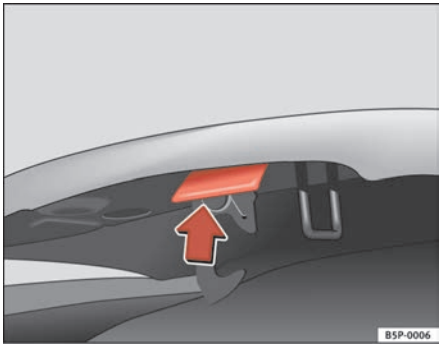

Fig. 163 Release catch under the bonnet
– Press the release catch under the bonnet upwards ⇒ fig. 163. This will release the arrester hook under the bonnet.